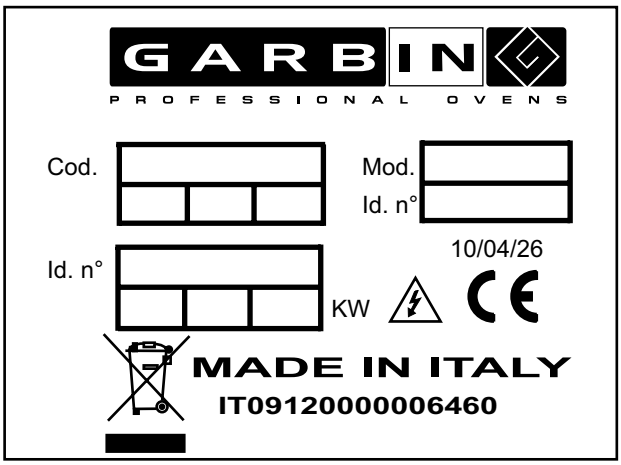

fig. 1
- Avant de brancher l'appareil, s'assurer que la tension et la fréquence du réseau correspondent aux valeurs indiquées sur la plaque technique du four (fig. 1) placée en bas du panneau postérieur. **(sont admis des écarts de tension maximum de ± 10 %)**.